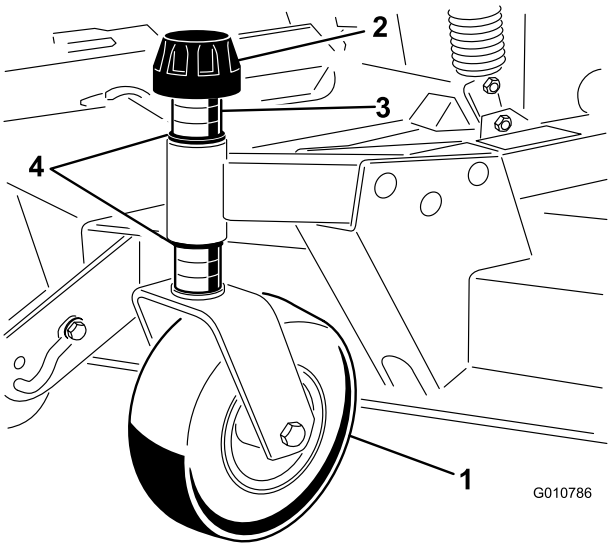

Figuur 8
1. Verwijder de klemkapjes van de spilas en schuif de as uit de voorste zwenkwielarm (Figuur 8).